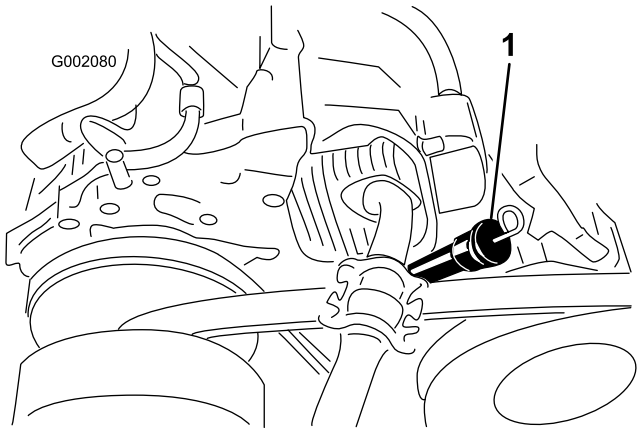
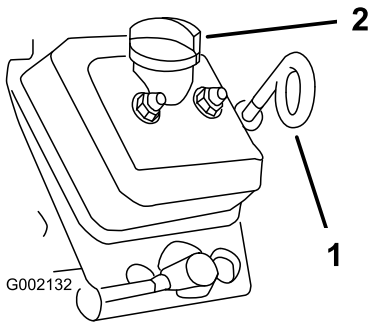

Figura 15
Figura 16
- Modelli **07266TC e 07279** – asta di livello dell'olio e becco erogatore (Figura 15).
- Modelli **07273 e 07273TC** – asta di livello dell'olio e tappo di riempimento (Figura 16).
4. Estraete l'asta di livello dell'olio e pulitene l'estremità (Figura 15 e Figura 16)
5. Inserite a fondo nel tubo di rifornimento l'asta di livello dell'olio (Figura 15 e Figura 16 Estraete l'asta e controllate l'estremità.
6. Rimontate l'asta di livello dell'olio e inseritela a fondo (Figura 15 e Figura 16).